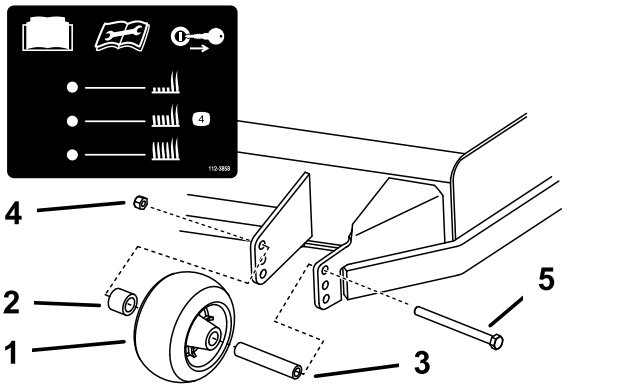

Bild 30
3. Stellen Sie die Antiskalpierrollen ein, wie in Bild 30 abgebildet.